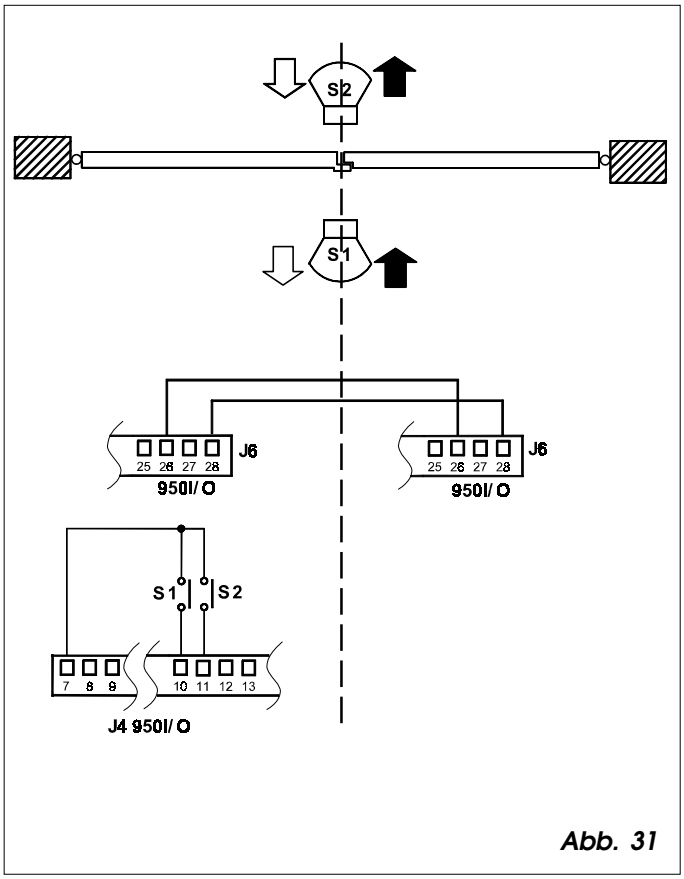

Abb. 31
- Die Anschlüsse zwischen den Geräten 950I/O der beiden Automationen gemäß Abb. 31 vornehmen.